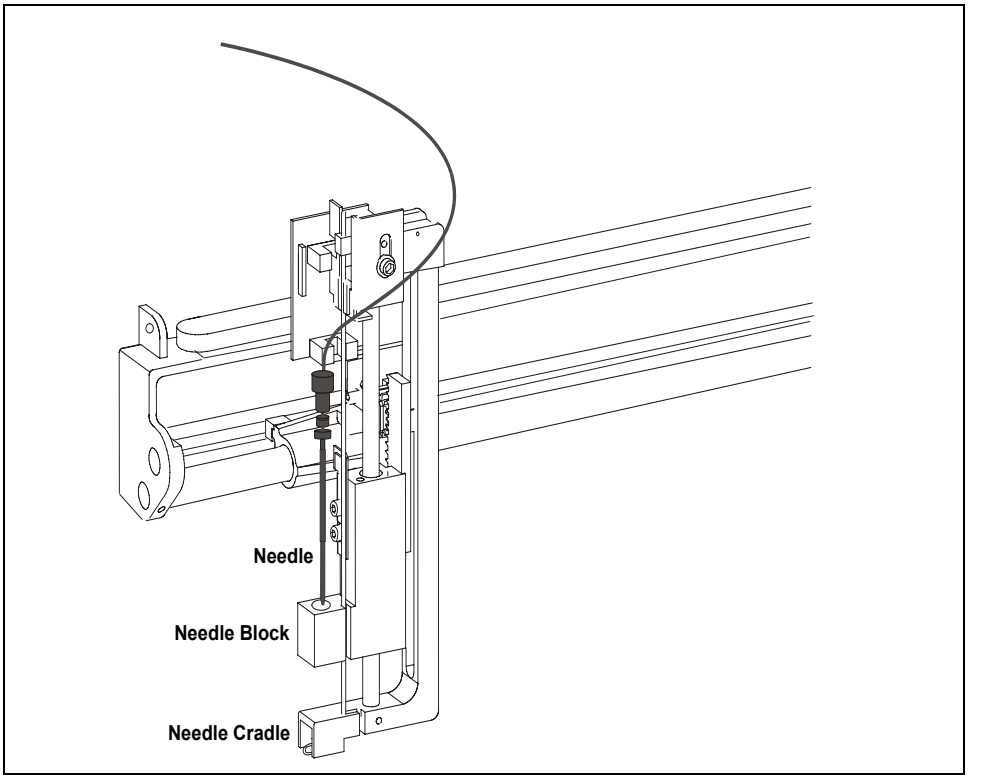

Figure 5-13. Installing the Needle in the Cradle
1. From the top, carefully insert the needle into the needle block (see Figure 5-13). Make sure the needle is vertical and centered over the opening inside the block.